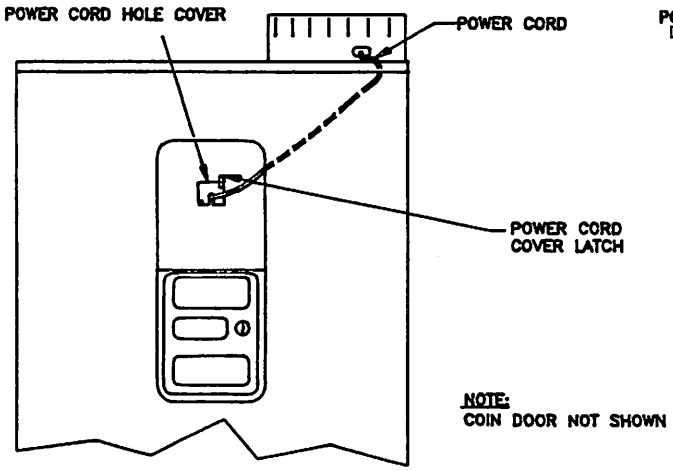

FIG. 2
B. Turn power cord cover latch counterclockwise until the power cord hole cover itself can be rotated counterclockwise. See FIG. 2.